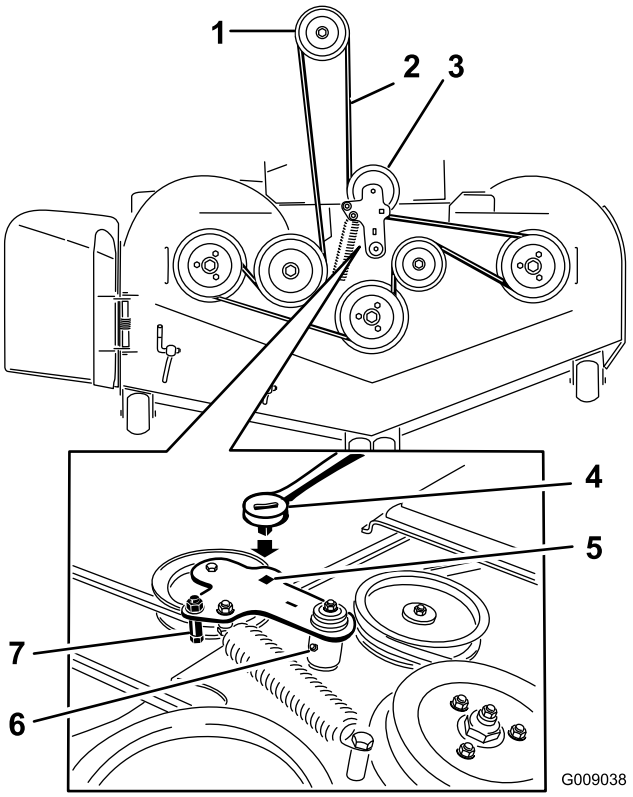

Figur 81
7. Bruk en skralle i det firkantede hullet i lederullarmen for å redusere spenningen på blindfjæren (Figur 81).
9. Fjern remføreren på den fjærbelastede lederullarmen som vist i Figur 81.
11. Monter den nye remmen rundt knivremskivene og clutchremskiven under motoren (Figur 81).
12. Monter remføreren på lederullarmen som vist i Figur 81.
13. Bruk skrallen i det firkantede hullet for å installere blindfjæren (Figur 81).